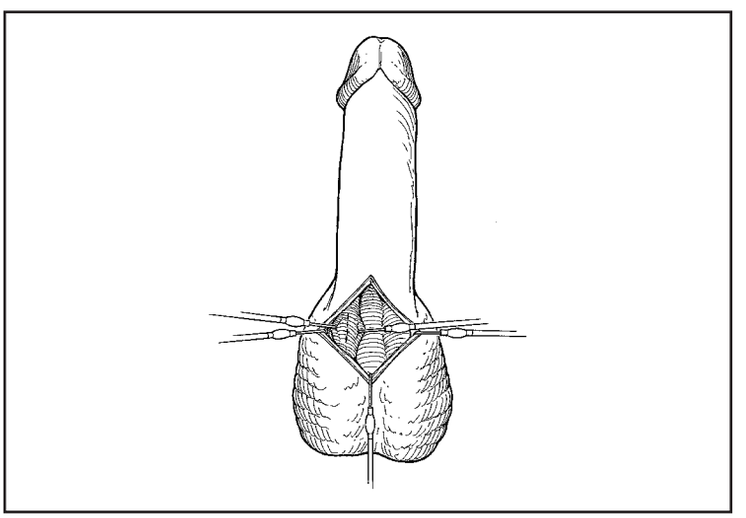

Figure 13. Penoscrotal: Retract corpus spongiosum
- Laterally retract the corpus spongiosum to avoid damaging the urethra (Figure 13).